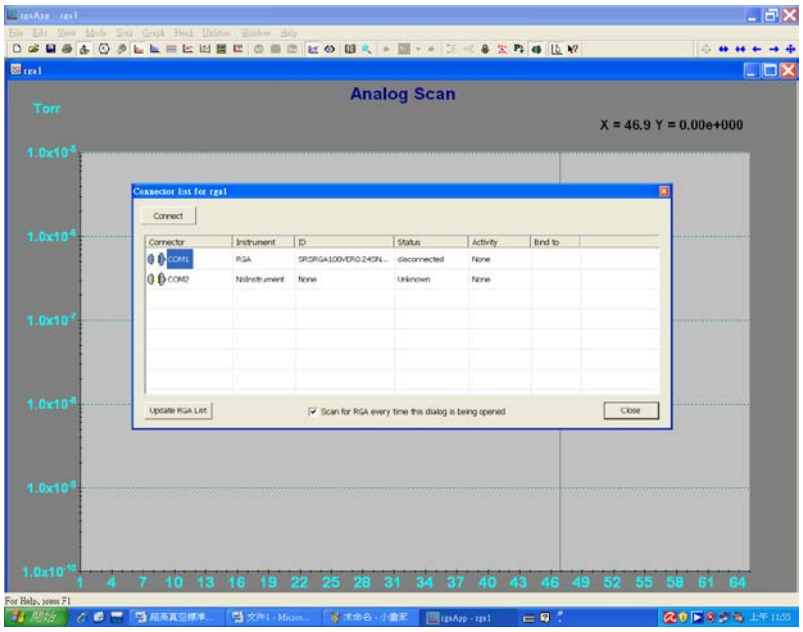

Figure 5. connect COM1 操作方式
2. Open Connector List ，connect COM1 (如 Figure 5 所示)。